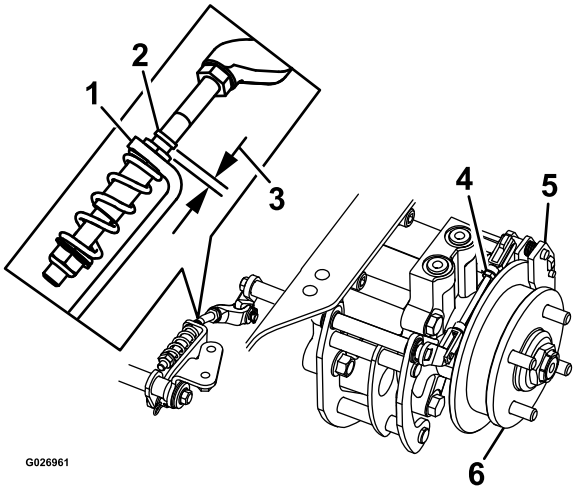

Figur 74
8. Kontrollera om det finns ett synligt mellanrum mellan L-fästet och länkstoppet (Figur 74).